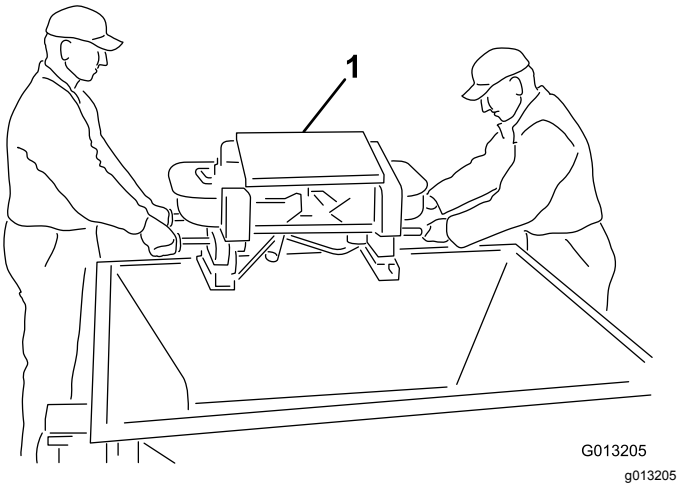

Figur 5
4. Løft den dobbelte spinder ud af tragtbeholderen ved hjælp af den dobbelte spinders ydre håndtag, og stil den dobbelte spinder på jorden (Figur 5).